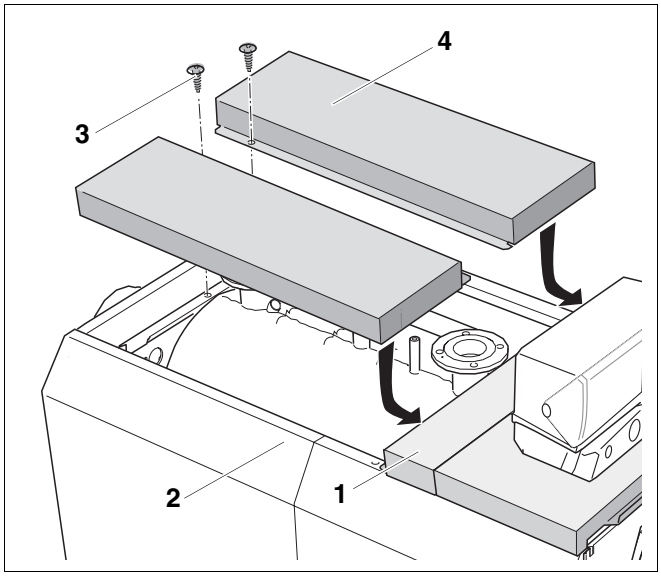

Рис. 33 Установка боковых крышек котла
- Установить боковые крышки котла (рис. 33, **поз. 4**) отбортовкой вниз на боковые стенки (рис. 33, **поз. 2**).
- Боковые крышки котла (рис. 33, **поз. 4**) придвинуть к передней крышке (рис. 33, **поз. 1**) и зацепить за нее.
- Закрепить боковые крышки котла (рис. 33, **поз. 4**) винтами (рис. 33, **поз. 3**).